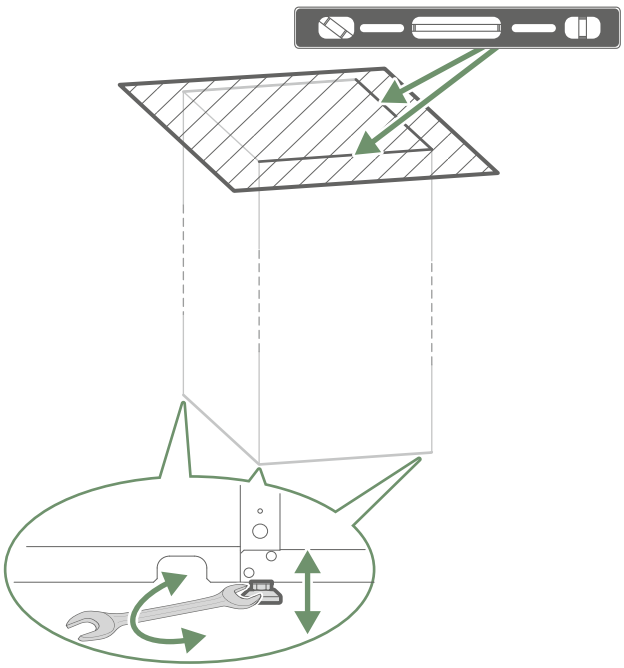

fig. 19 - Levelling
- Make sure the hydraulic unit is level (*fig. 19*).